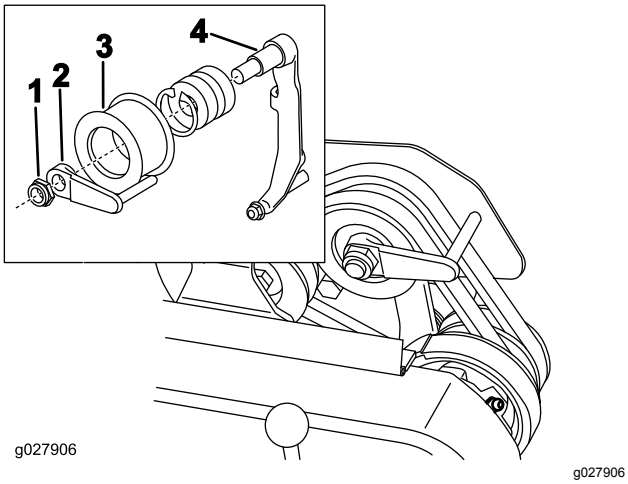

Figur 47
8. Juster remstyret (Figur 47, indsats) som følger for at gøre det nemmere at trække eller skubbe maskinen uden at starte motoren: